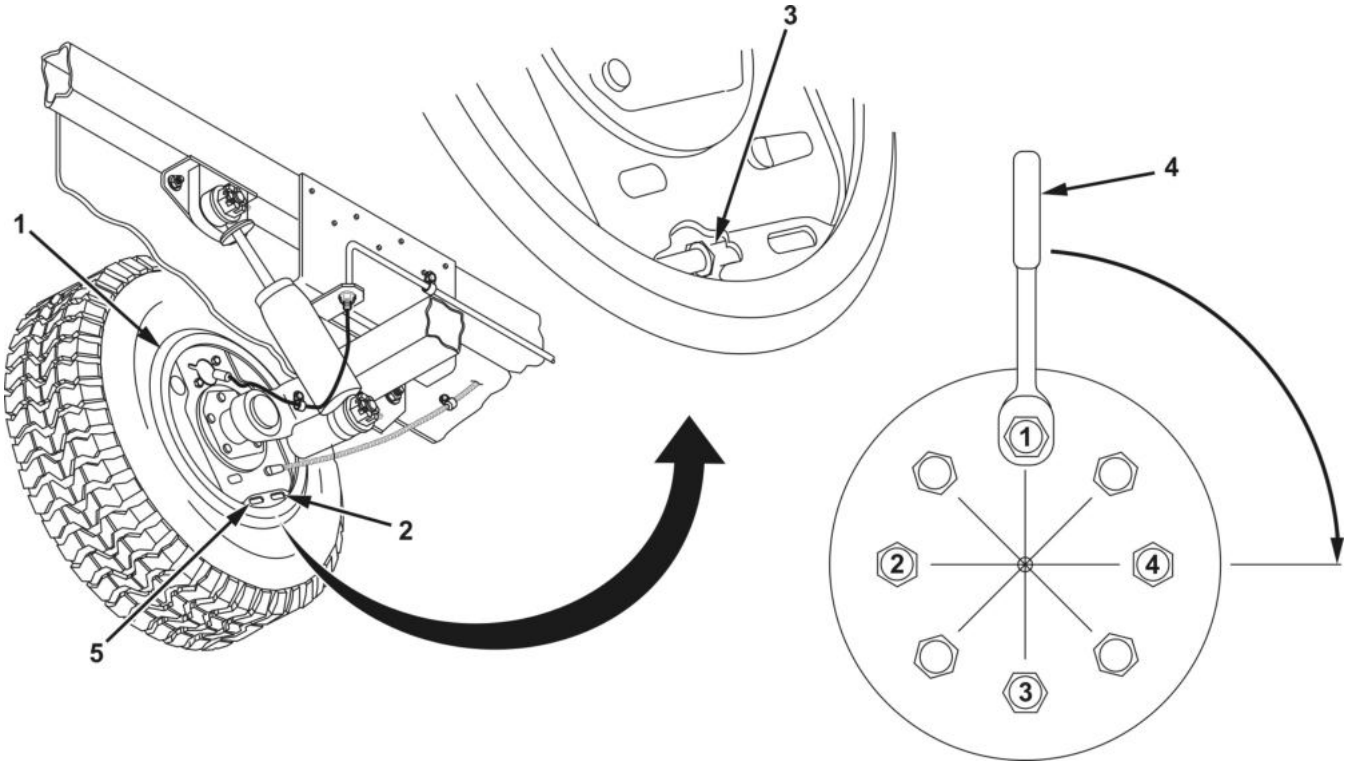

Figure 14. Service Brake Adjustment.
7. Remove protective plug (Figure 14, Item 2) in backing plate (Figure 14, Item 1) adjusting slot (Figure 14, Item 5).
8. Rotate star wheel (Figure 14, Item 3) upward, 20 to 25 clicks, to tighten brakes.
10. Set torque wrench (Figure 14, Item 4) to 170 lb-in (19 N•m) and place on the top lug nut, and turn the wheel 90 degrees, 1/4 rotation, in the forward direction, checking whether the torque wrench exceeded the setting.
11. Move the torque wrench (Figure 14, Item 4) back to the top, checking every other lug nut, and repeat step 10. Continue checking torque until four lug nuts have been checked, one full rotation of the wheel.
12. Reset the torque wrench (Figure 14, Item 4) to 220 lb-in (24 N•m), and repeat steps 10 and 11. If the torque measurement at two or more lugs is less than 170 lb-in (19 N•m) tighten the brakes and repeat steps 10 through 12. If the torque measurement at two or more lugs is greater than 220 lb-in (24 N•m) loosen the brakes and repeat steps 10 through 12.
14. Loosen brakes by rotating star wheel (Figure 14, Item 3) in the opposite direction 25 clicks.
15. Install protective plug (Figure 14, Item 2) in backing plate (Figure 14, Item 1) adjusting slot (Figure 14, Item 5).